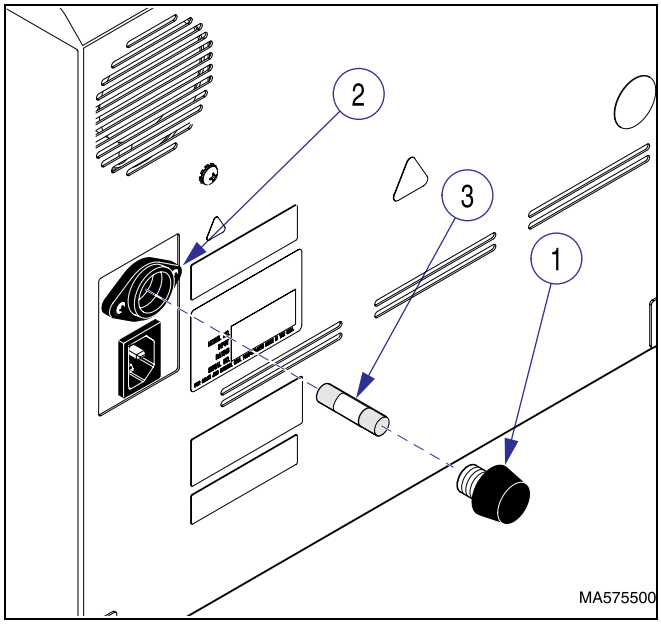

Figure 4-11. Fuse Replacement
(2) Unscrew fuse cap (1, Figure 4-11) from fuse body (2).